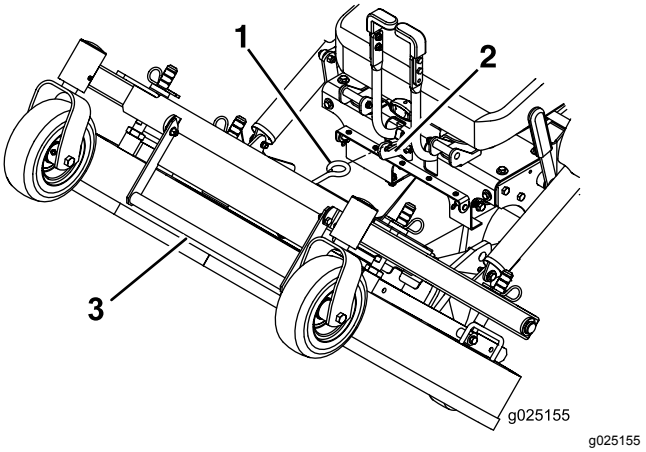

Figur 11
7. Brug skjoldets løftehåndtag til at løfte skjoldet, og lås det i hævet position (låsen er placeret foran midt på sædet) som vist i Figur 11.
1. Hold godt fast i skjoldets løftehåndtag, hægt plæneklipperskjoldets lås af maskinen, og sænk langsomt plæneklipperskjoldet ned på jorden (Figur 11).